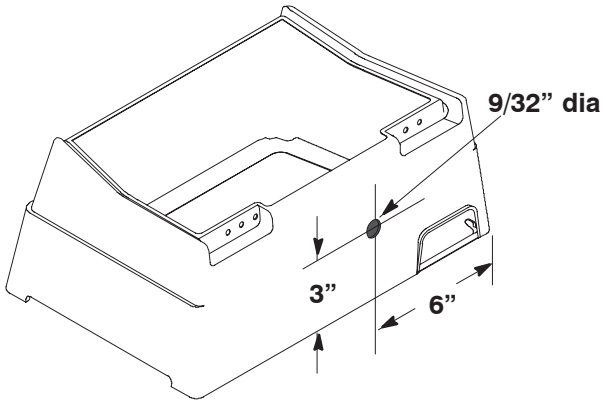

**Figure 9**
- Using the dimensions shown in figure 9, locate, mark and drill a 9/32" dia. hole in operator's side of console.